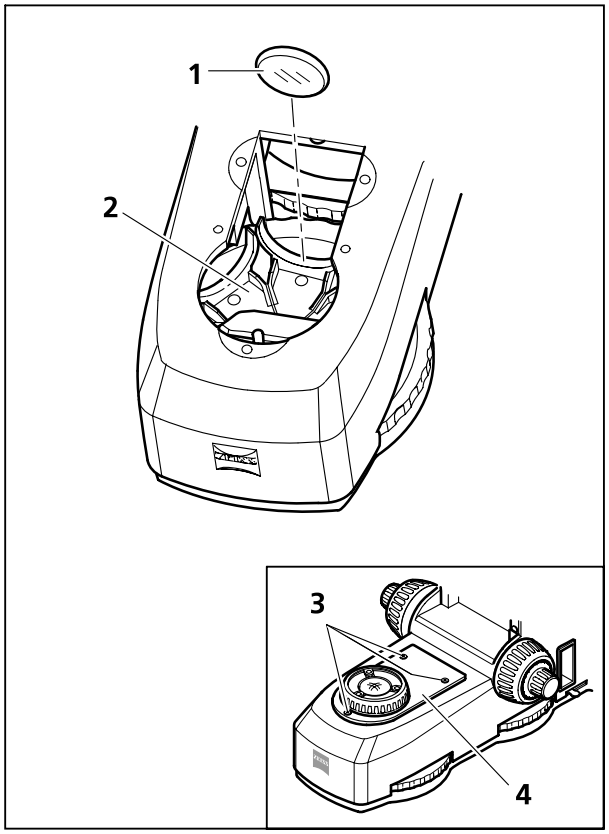

Bild 3-57 Filter im Filterrad Durchlicht wechseln
- Drei Schrauben (Bild 3-57/**3**) der Leuchtfeldblendenaufnahme (Bild 3-57/**4**) herausschrauben und die Aufnahme nach oben aus dem Stativfuß entnehmen.
- Ggf. das zu wechselnde Filter (Bild 3-57/**1**) aus der entsprechenden Position des Filterrades (Bild 3-57/**2**) nach oben herausziehen.